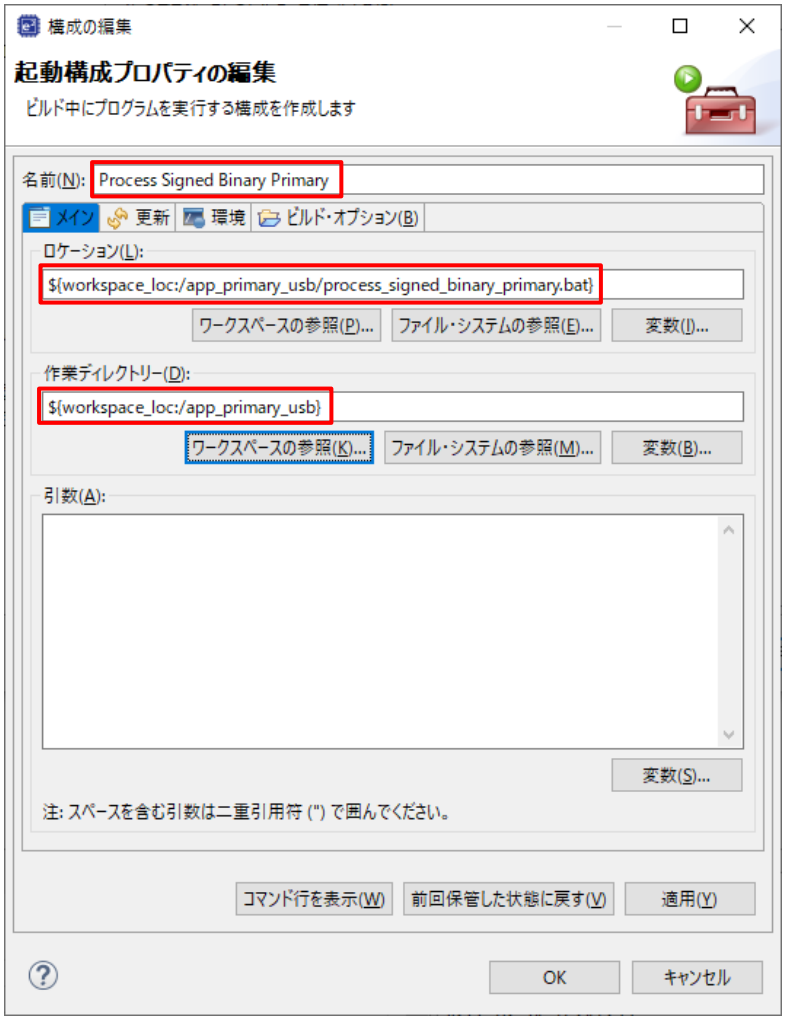

図 50　プライマリアプリケーションカスタムビルダー設定
2. 次にセクション 4.7 に従って新しい[ビルダー]を作成します。設定したものは図 50 のようになります。